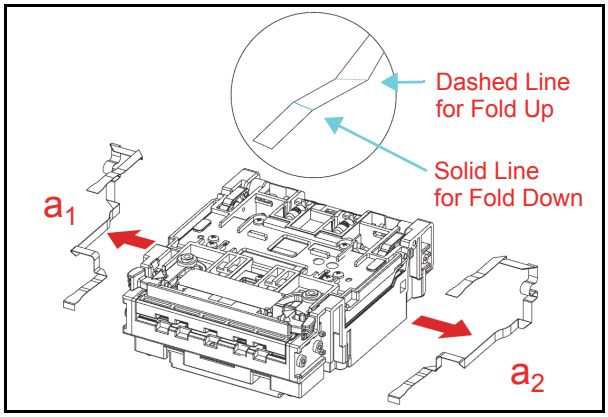

Figure 4-28 Validation Sensor FPC Removal
1. Remove the two (2) Validation Sensor FPC Cables (See Figure 4-28 a_1 & a_2) from the Validation Unit.
NOTE: Carefully observe the Up and Down Fold Line indications shown by the two (2) Cyan Arrows in Figure 4-28, and DONOT rebend them in an opposite direction!